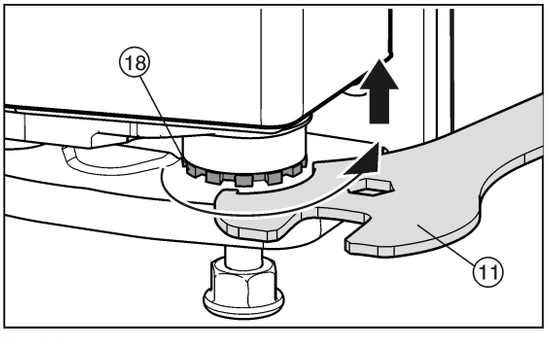

*Fig. 31*
▶ To lift the door unscrew the bearing pin *Fig. 31 (18)* clockwise using the supplied open-end wrench *Fig. 31 (11)*. The appliance is delivered from the factory with the bearing pin screwed in completely.